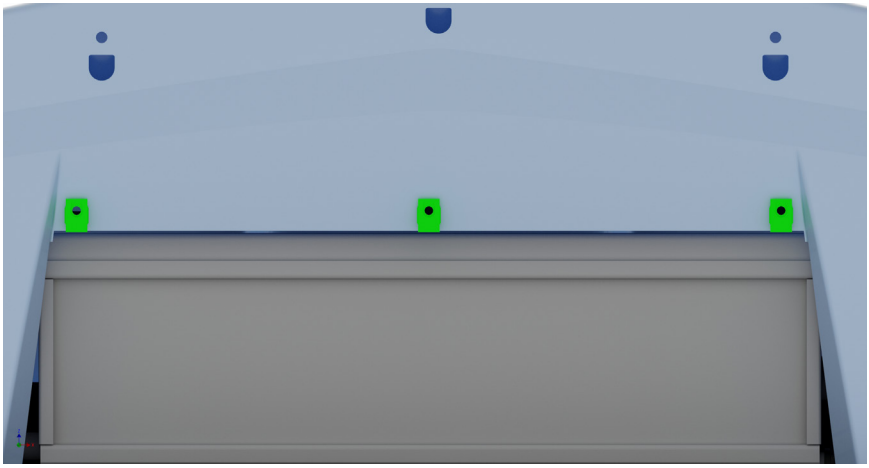

Figure 19 - Bumper Cover Clip Nuts Installed
9. Test fit the clip nuts to determine if the bumper cover requires additional cutting to fit the clip nuts, then install the remaining three clip nuts as shown in **Figure 19** on the next page.